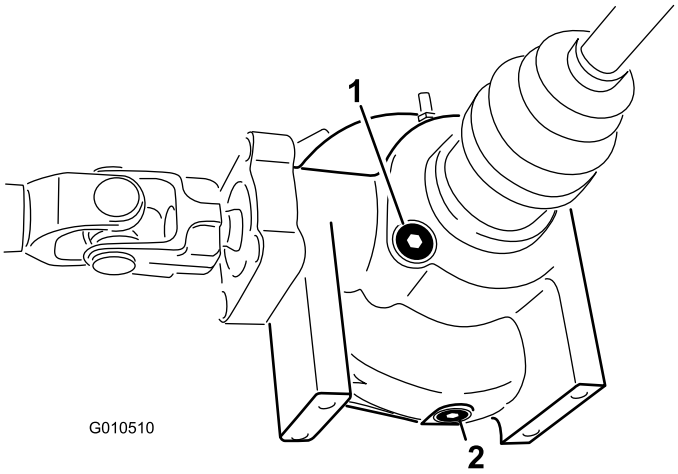

Figur 50
2. Rengjør området rundt tappepluggen på siden av differensialen (Figur 50). Plasser tappefatet under tappepluggen.